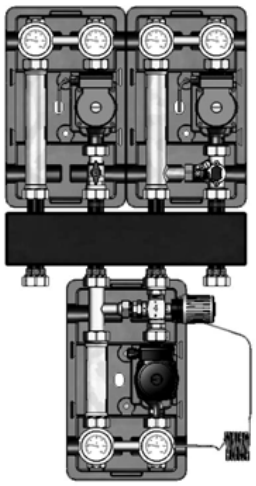

Рис.3
5.2. Монтаж может осуществляться как отдельно (рис 2), так и на распределительной гребенке (рис.3)